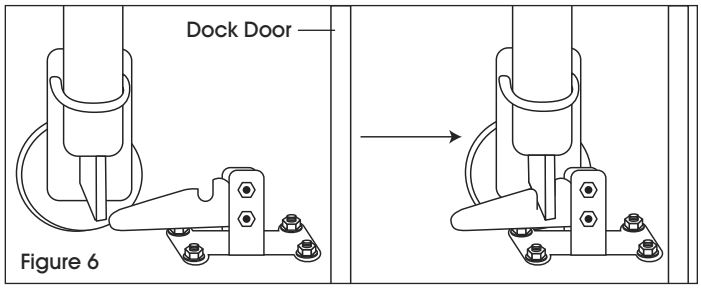

Figure 6
NOTE: Be sure foot plate is properly placed so the caster kit can be locked when closing. (See Figure 6)
10. Lock rolling end of dock safety gate into foot plate when not in use. (See Figure 6)